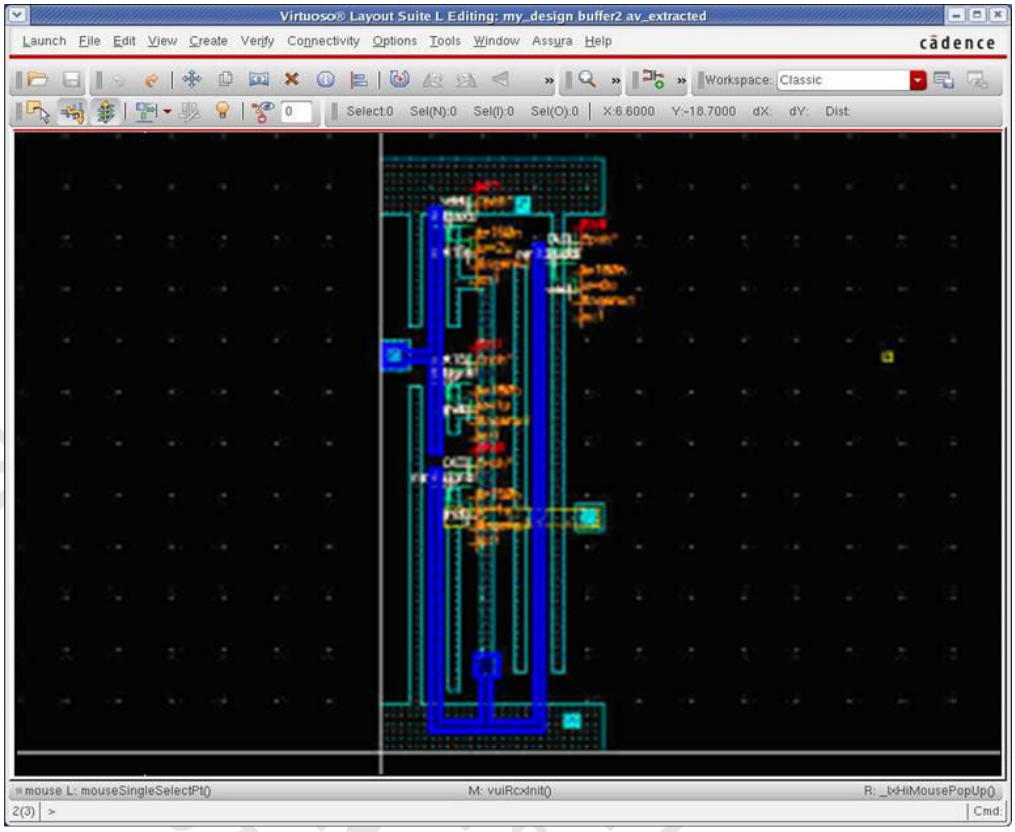

FIG. 27 Assura av_extracted view
4. Click "OK" to start the Assura RC extraction. After the RC extraction is completed, a new view ("av_extracted" view, Fig 27) which contains not only the original components but also the parasitic devices will be generated and then can be used for post-layout simulation.